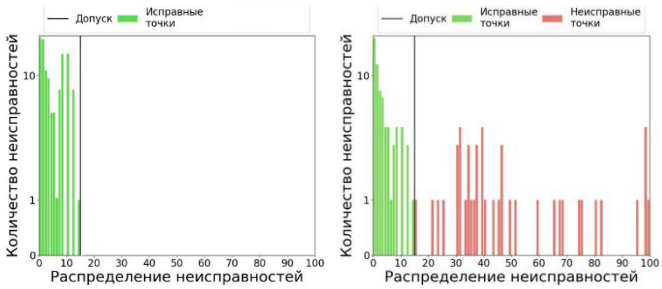

Рисунок 4.13 - Гистограммы из отчетов тестирования плат.
4. Найдите в верхней части каждого отчета гистограмму (рис. 4.13).